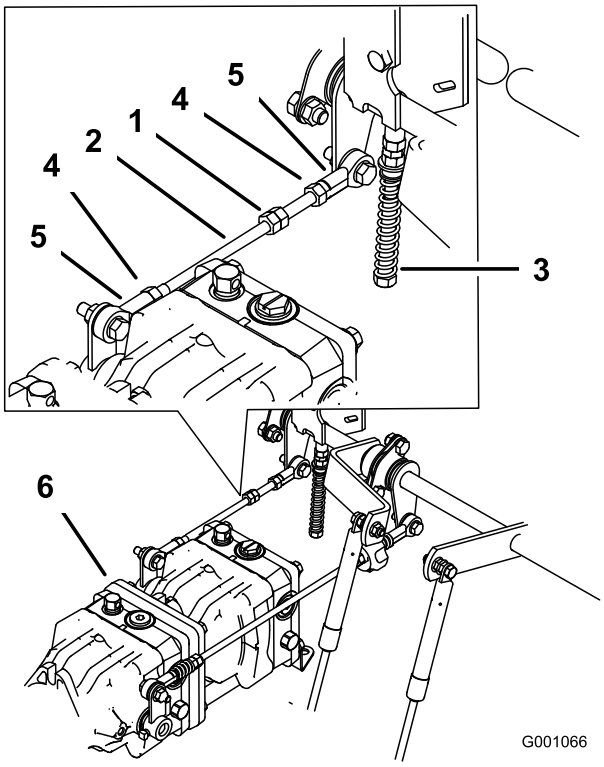

Figur 76
1. Løsn låsemøtrikkerne ved kugleleddene på pumpestyrestangen (Figur 76).
3. Juster pumpestangens længde ved at dreje dobbeltmøtrikkerne på pumpestangen i den relevante retning, indtil hjulet står stille eller kryber en smule i bakgear (Figur 76).
6. Stram låsemøtrikkerne ved kugleleddene (Figur 76).